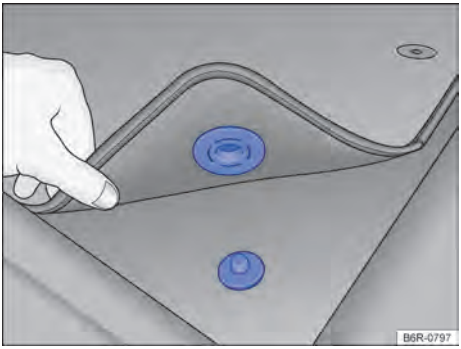

Fig. 20 Tapete dianteiro do lado do condutor com fixação no pino do carpete.
- ✓ Acomodar bem o tapete na área para os pés do lado do condutor de modo que não obstrua a área dos pedais. Dependendo da versão do veículo, o tapete dianteiro do lado do condutor pode ter fixação no pino do carpete → Fig. 20.